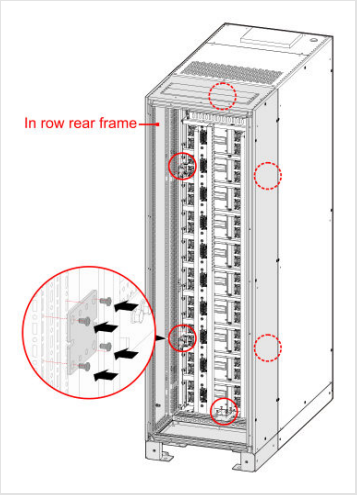

FIGURA 3-17 Fissaggio del telaio posteriore
2. Fissate il telaio posteriore al retro dell'armadio con i suoi 4 elementi di fissaggio (Figura 3-17).